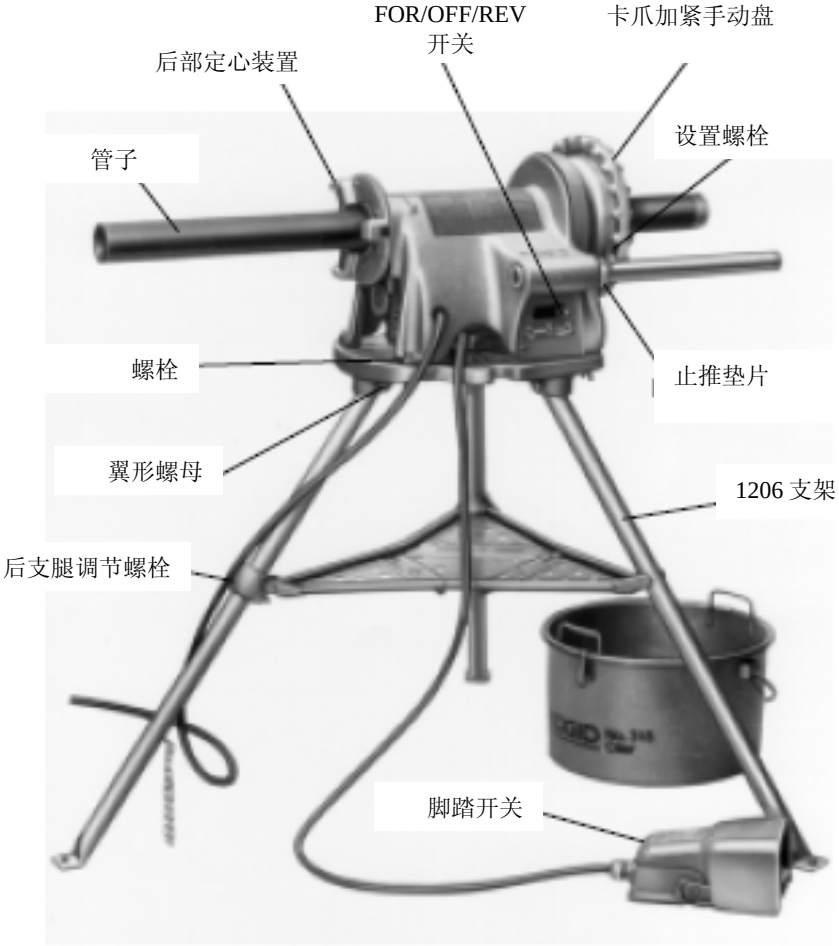

图3 — 300型动力驱动机、1206支架和418注油器
1. 确认机器插头已拔出插座，并且开关置于关闭状态（见图3）。
4. 检查脚踏开关已连接（见图3）。
6. 放好418注油器，位置在动力驱动机前方（见图3）。